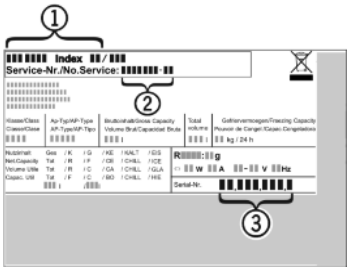

Fig. 7
- ▶ Gerätebezeichnung *Fig. 7 (1)*, Service-Nr. *Fig. 7 (2)* und Serial-Nr. *Fig. 7 (3)* vom Typenschild ablesen. Das Typenschild befindet sich an der linken Geräteinnenseite.
- ▶ Den Kundendienst benachrichtigen und den Fehler, Gerätebezeichnung *Fig. 7 (1)*, Service-Nr. *Fig. 7 (2)* und Serial-Nr. *Fig. 7 (3)* mitteilen.